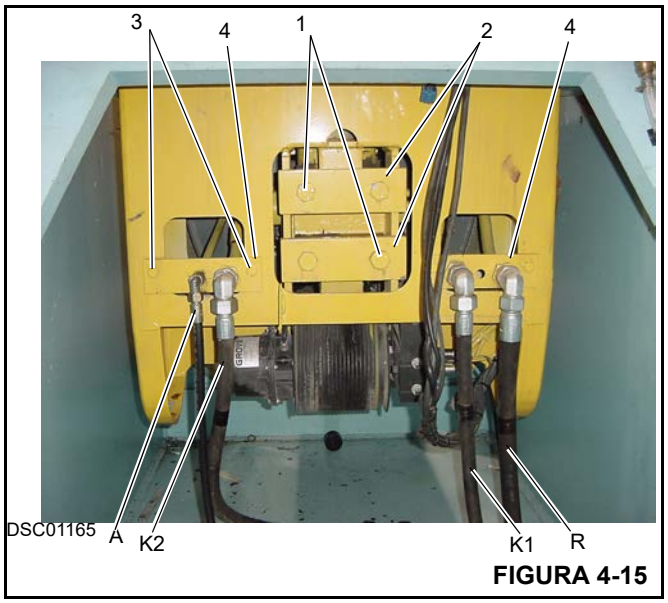

FIGURA 4-15
2. Conecte las mangueras a las lumbreras A, R, K1 y K2 del bloque de válvulas del extremo de la varilla (Figura 4-15).
10. Retire los cuatro pernos (1) (Figura 4-15) y las dos placas de montaje de cilindro (2) del bloque de válvulas del extremo de la varilla del conjunto de cilindro.
23. Retire los pernos (3) (Figura 4-15) que sujetan las escuadras de manguera (4) a la parte trasera de la sección y pase las escuadras a través de los recortes en la sección de base de modo que se pueda retirar el cilindro de telescopización.